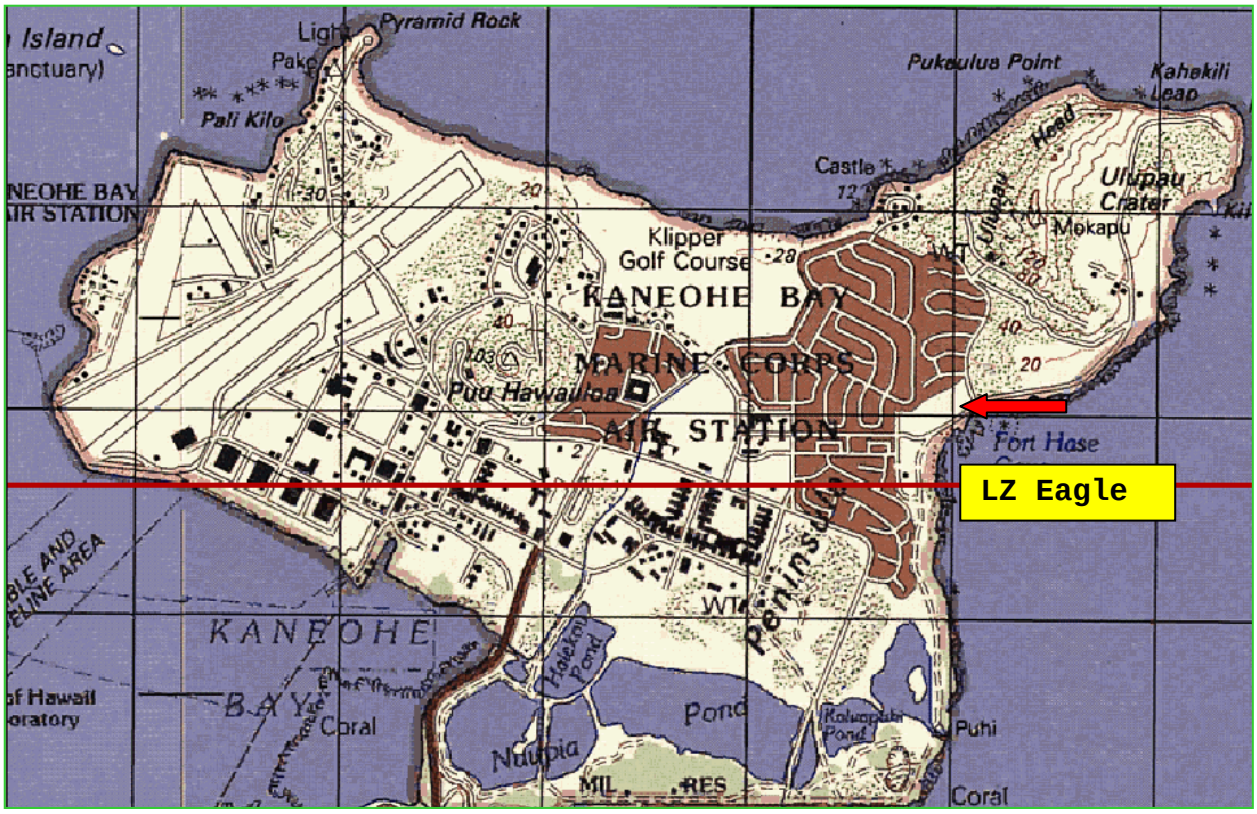

Figure 4-3 Location of LZ Eagle
a. LZ Eagle is a large, limited-use LZ, approximately 150 meters by 100 meters in size, located across the hard surface road from Fort Hase Beach. Its close proximity to base housing areas and heavily used roads, as well as the impact of its use on range operations and activity at Fort Hase Beach, necessitates careful (advanced) coordination with MCB Hawaii O&T. Figure 4-3 shows the location of LZ Eagle.
(1) LZ Eagle is restricted to day VFR use only, with prior approval of the CO, MCB Hawaii (O&T). Road guards will be utilized to keep pedestrians clear of the LZ when in use.
(2) The Control Tower will provide approach and departure clearances. ATC cannot issue landing or takeoff clearances, as LZ Eagle is not visible from the tower. All aircraft utilizing LZ Eagle shall remain well east of the range. Fort Hase Entry/Departure routes shall be closed to all aircraft not entering or departing LZ Eagle.
(3) Marshaling areas for aircraft entering LZ Eagle will be established over Kailua Bay east of Fort Hase Rock at 500 ft. MSL. Aircraft shall be under positive control of the Control Tower.
(4) Aircraft approaching LZ Eagle are prohibited from flying over family housing. This LZ is utilized for special events only. Usage of LZ Eagle requires CO, MCB Hawaii approval. Use of LZ Eagle is not intended for routine use. Request must be submitted to MCB Hawaii, Directorate O&T. Aircraft desiring to land at LZ Eagle shall contact the Control Tower. Calls should be made at least two minutes prior to reaching Fort Hase Rock. Pilots will receive weather information and an authorization for the approach but will not receive a landing clearance. Aircraft shall commence their approaches from Fort Hase Rock to LZ Eagle at or below 200 ft. MSL and proceed to the LZ. All landings will be made at pilot’s own risk. Pilots will report “safe on deck” to the Control Tower. Refer to MCASO P3710.1F for responsibilities of all agencies.
(5) LZ Eagle departures shall contact the Control Tower and advise when ready for departure. The tower will repeat any weather information. Takeoff will be at the pilot’s own risk. The pilot will report when airborne to the Tower and receive further departure instructions as necessary. All departing aircraft shall fly directly to Fort Hase Rock at or above 300 ft. MSL.
(6) Some obstacles in the vicinity of LZ Eagle include a two-story family housing area which forms the northwest boundary of the LZ, three 30 ft. streetlights (no wires) along the road which form the northwest boundary, one 50 ft. telephone pole (no wires) is approximately 50 meters northeast of the LZ. There are numerous obstacles between the beach and the road forming the southeast boundary that are all less than 20 ft. in height, and one 3 ft. pipe is extending out of the ground approximately 30 ft. into the LZ from the southeastern boundary.
(7) Requirements for helicopter use of LZ Eagle shall be coordinated with MCB Hawaii, O&T Directorate at least seven business days in advance. A RFMSS request must be submitted. O&T Directorate will confirm the use of LZ Eagle with MCAS Airfield Operations on the date of the scheduled flight.
(8) Prior to commencement of training, an OIC/RSO from the training unit will report to Range Control to sign for the TA. At this time the individual responsible for the TA will receive a map depicting the TA requested and an update on any pertinent information. The same individual will return the TA map to Range Control at the conclusion of training.